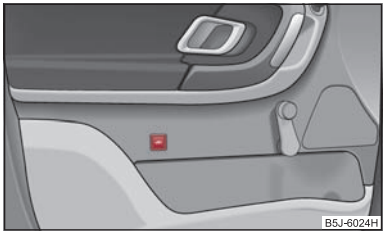

Fig. 32 Tecla de la vigilancia del habitáculo
– Pulse la tecla en la puerta del conductor ⇒ fig. 32.